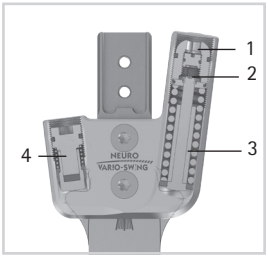

Fig. 18
Con la vite di regolazione della struttura (1) è possibile regolare la struttura dell'ortesi. La vite di limitazione del movimento (2) permette di modificare di continuo la libertà di movimento in flessione plantare e/o in estensione dorsale. La forza elastica si modifica grazie alle unità elastiche (3) in forze elastiche diverse (fig. 18).
Con l'unità della vite di regolazione (4, fig. 18) nell'articolazione modulare la libertà di movimento può essere regolata fino ai 10°. Per fare questo, avvitare o svitare l'unità della vite di regolazione nell'articolazione modulare. Accertarsi che la regolazione di precisione non superi i 10°. Il pistone dell'unità della vite di regolazione non dovrebbe perdere contatto con la staffa per piede modulare (max. 15° in flessione plantare) nella sua intera entità di movimento, altrimenti si verificano rumori.